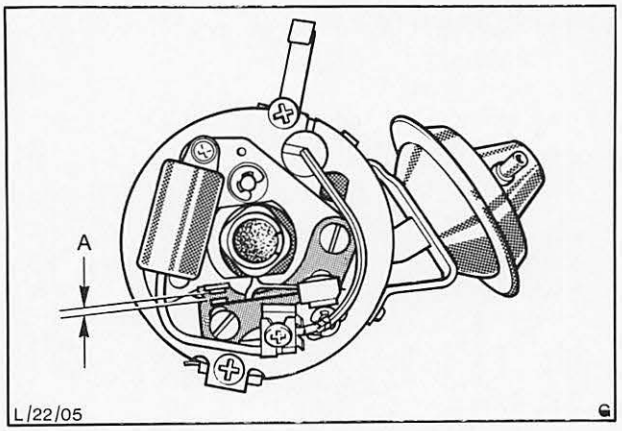

Abb. 22 Schließwinkel-Einstellung durch Verändern des Unterbrecherkontaktabstandes (Motorcraft-OHC-Verteiler gezeigt)
2. Schließwinkel (Unterbrecherkontaktabstand) prüfen und falls erforderlich einstellen, Abb. 22 u. 23: